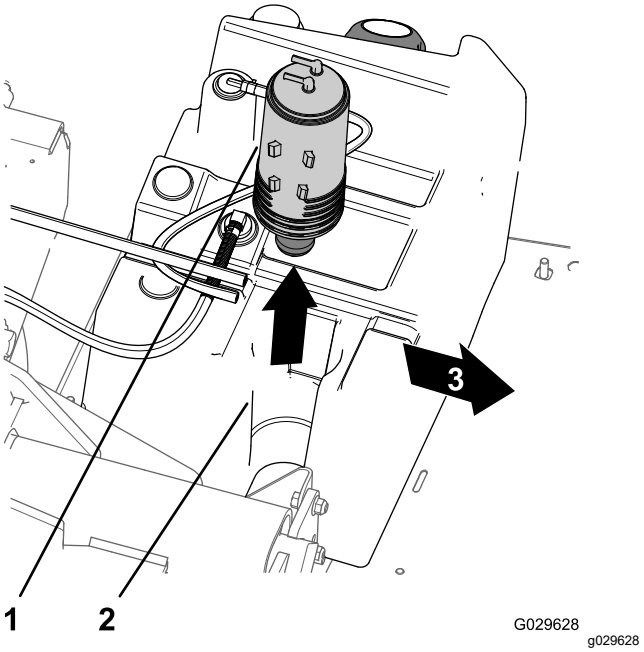

**Figur 50**
3. Lyft av kolkanistern från dess fäste i bränsletanken (Figur 50).
7. Placera den nya kolkanistern på bränsletankens kolkanisterfäste med Purge- och Fuel Tank-kopplingarna riktade bakåt (Figur 50).